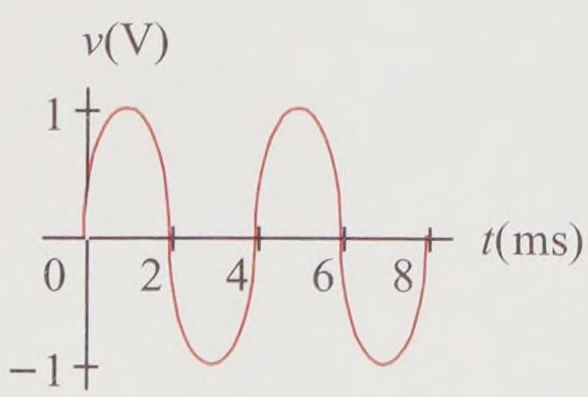

Figure 12-3
An **ac** (**alternating current**) voltage or current varies with time. Typically it is a periodic signal with a repeating pattern that averages zero (0) over a period of time. Figure 12-3 is a sketch of an ac waveform, namely a sine wave. The generic expression for a voltage sine wave with a maximum value of 1 is given by the expression
The scales of Figure 12-3 have been modified to include the units in the axes labels. The v(V) label states that the vertical axis is a voltage v measured in units of volts (V). The t(ms) label states that the horizontal axis is time t measured in units of milliseconds (ms). As time increases (goes from the origin 0 to the right), the value of the voltage varies. The voltage initially starts at 0 V, increases to a *maximum* (peak) of 1 V, back to 0 V, then to a *minimum* of –1 V, and back to 0 V. Mathematically,
The voltage waveshape then repeats this same basic waveshape over the same period of time; therefore, it is called a **periodic** waveform. The waveshape from 0 ms to 4 ms is repeated from 4 ms to 8 ms, and so forth. One repetition of the waveform is called a **cycle**. Figure 12-3 is displaying *two cycles* of the waveform. The waveform time can also be expressed in terms of the number of cycles or fraction of a cycle. For example, a *quarter of a cycle* would be equivalent to 1 ms for this waveform.
The time of one cycle is called a **period** and its symbol is an *uppercase T*. The period of the waveform in Figure 12-3 is 4 ms since the waveshape repeats itself every 4 ms.
Again, the period T is understood to be *time per cycle*. Thus, the frequency of the waveform in Figure 12-3 is